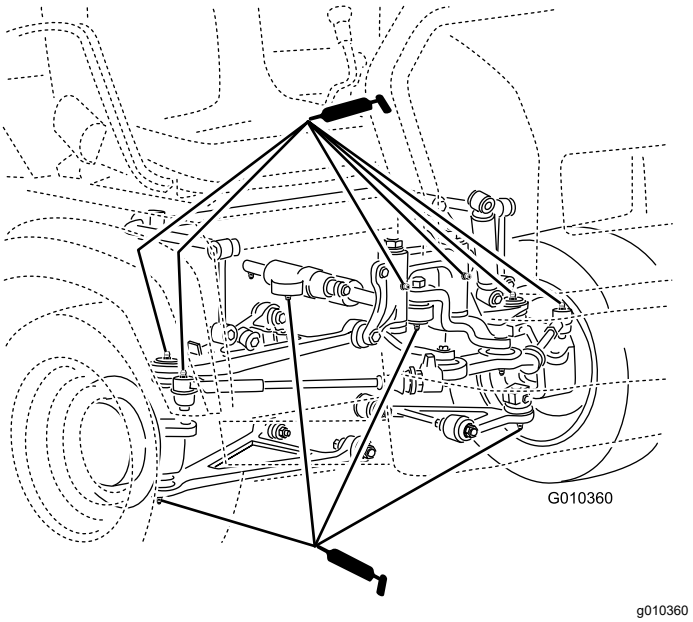

Figura 29
- **Rótulas (4)**; consulte Figura 29
- **Barras de ligação (2)**; consulte Figura 29
- **Montagens articuladas (2)**; consulte Figura 29
- **Cilindro da direção (2)**; consulte Figura 29